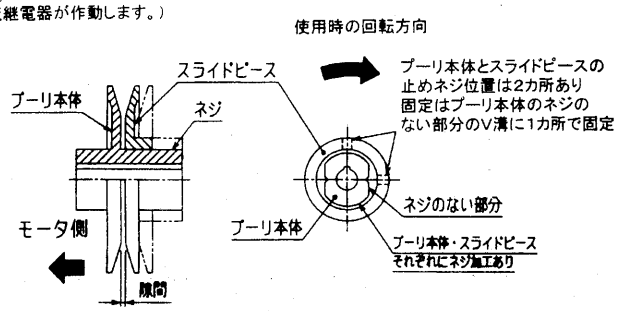

図1
3. 下記の調節方法に従い、可変プーリのPCφを調節します。（図1）